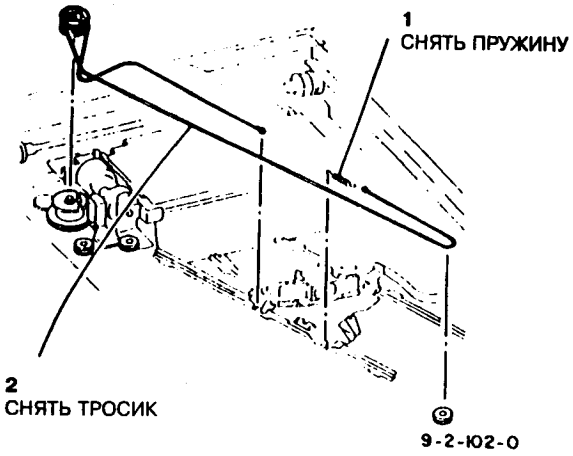

Рис.3 Снятие тросика объектива
4. Снять тросик объектива (рис.3).